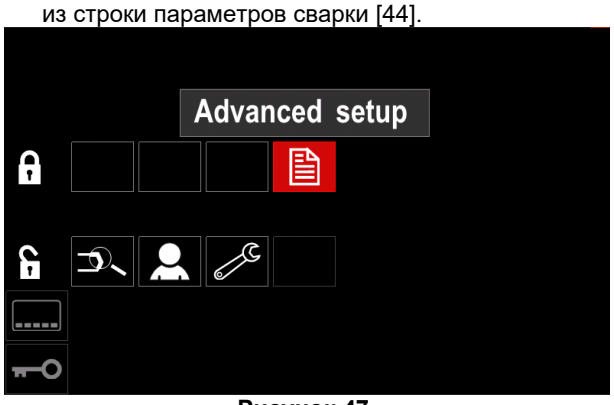

Рисунок 47.
- Нажмите правый регулятор [36]. Пиктограмма выбранного параметра исчезнет с нижней части дисплея (рис. 47). Также этот параметр исчезнет из строки параметров сварки [44].